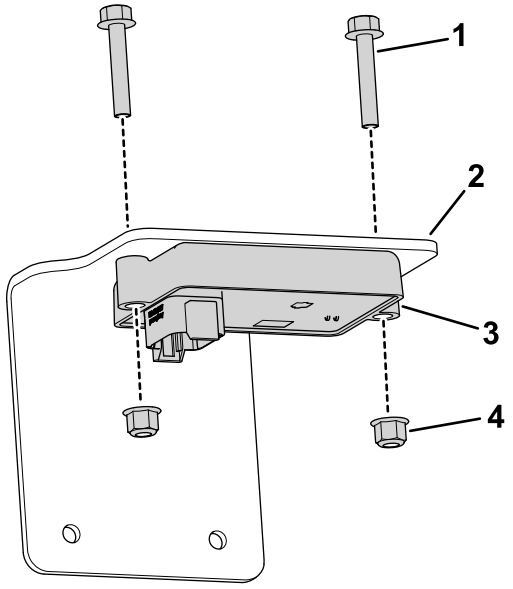

Figur 9
12. Använd två skruvar (M6 x 35 mm) och två flänsmuttrar (M6) för att fästa lutningssensorn på dess fäste (Figur 9).